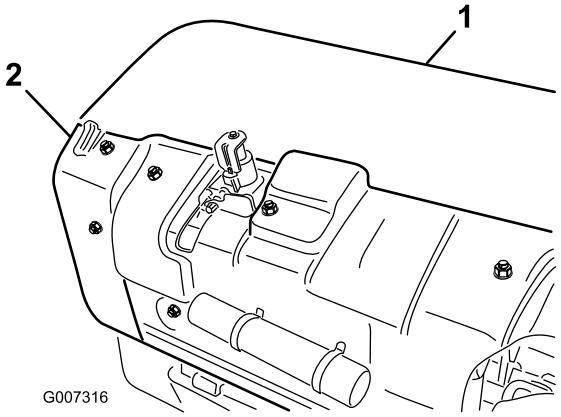

Figur 31
1. Fjern det bakre luftehodedekslet (Figur 31).
2. Fjern øyeboltene som fester skyddet og fjern skyddet (Figur 31).